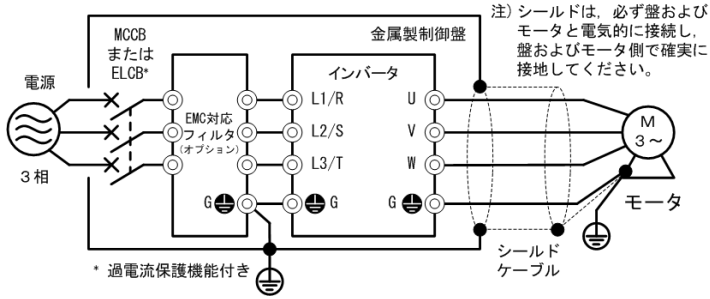

図 8.3　盤内設置方法
5) EMC 対応フィルタ（オプション）を外付けで使用する場合，インバータとフィルタは図 8.3 に示すように接地の取れた盤面などの金属プレートに設置してください。放射ノイズが規格を超える場合は，金属製の盤内にインバータおよび周辺機器を設置してください。